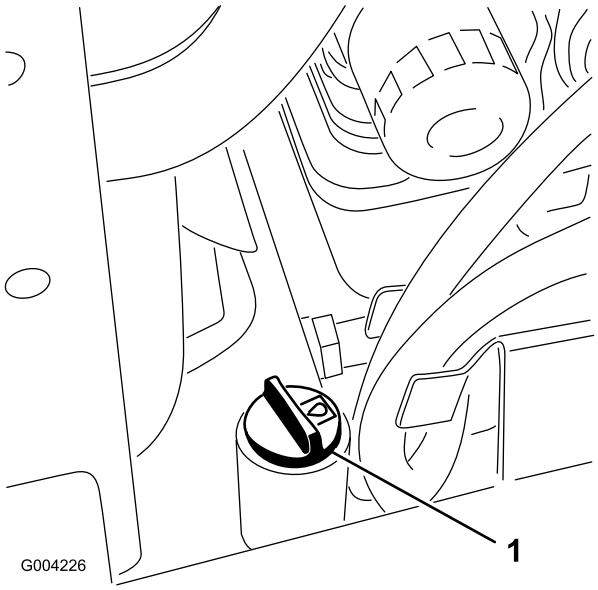

Figur 17
5. Gör rent omkring påfyllningsröret och hydraultanklocket (Figur 17).